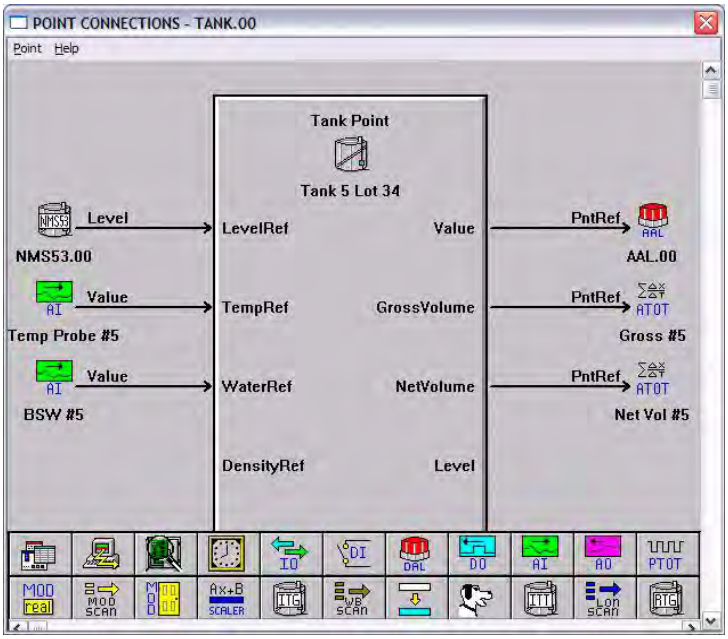

Figure 7-38:Point Connections Window
2. The point icon will appear to the right or left of the selected arrow as seen Figure 7-38.